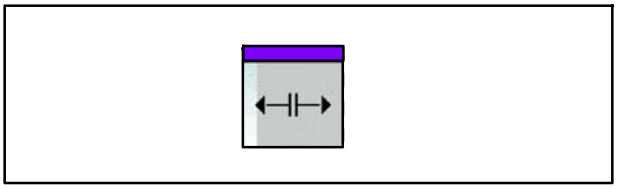

Fig. 127 Touche Ouvrir les genouillères
1. Appuyer sur la touche Ouvrir les genouillères (Fig. 127) > les deux portes roulantes s'ouvrent.